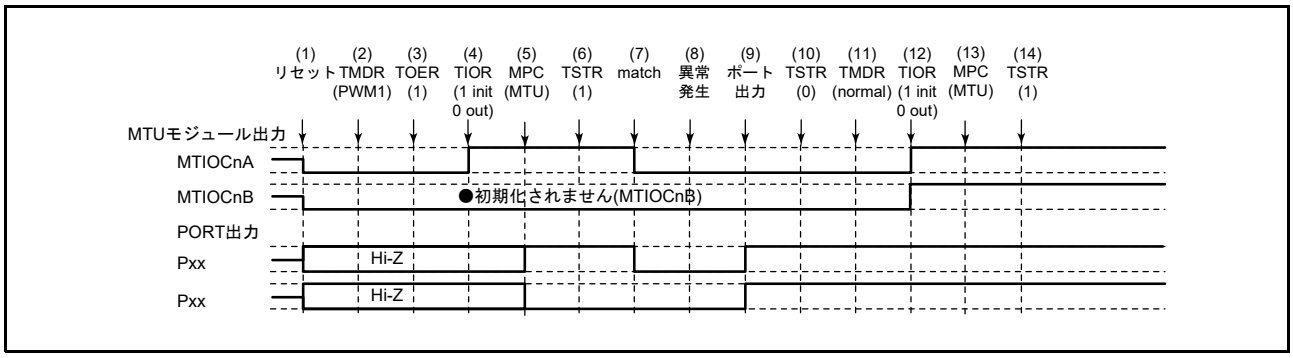

図 22.160 PWM モード 1 で異常が発生し、ノーマルモードで復帰する場合
PWM モード 1 で異常が発生し、再設定後ノーマルモードで再スタートする場合の説明図を図 22.160 に示します。
(1) ～ (10) は図 22.160 と共通です。
(11) PWM モード 1 で再スタートする場合には必要ありません。
(12) TIOR レジスタで端子を初期化してください（PWM モード 1 では MTIOCnB（MTIOCnD）端子に波形が出力されません。出力すべきレベルがある場合は、I/O ポートのポート方向レジスタ（PDR）、ポート出力データレジスタ（PODR）で汎用出力ポートの設定をしてください）。
(13) MPC と I/O ポートのポートモードレジスタ（PMR）で MTU 出力としてください。
(14) TSTRA（TSTRB）レジスタで再スタートします。
(11) PWM モード 2 を設定します。
(12) TIOR レジスタで端子を初期化してください（PWM モード 2 では周期レジスタに使用した TGR レジスタに対応する端子に波形が出力されません。出力すべきレベルがある場合は、I/O ポートのポート方向レジスタ（PDR）、ポート出力データレジスタ（PODR）で汎用出力ポートの設定をしてください）。
(14) TSTRA レジスタで再スタートします。
(11) 位相計数モードを設定します。
(12) TIOR レジスタで端子を初期化してください。
(11) 波形生成部の初期化のためノーマルモードを設定してください。
(12) TIOR レジスタで PWM モード 1 の波形生成部を初期化してください。
(13) TIOR レジスタで PWM モード 1 の波形生成部の動作を禁止してください
(14) TOERA（TOERB）レジスタで MTU3、MTU4（MTU6, MTU7）の出力を禁止してください。
(15) TOCR1A、TOCR2A（TOCR1B, TOCR2B）レジスタで相補 PWM の出力レベルと周期出力の許可 / 禁止を選択してください。
(16) 相補 PWM を設定します。
(17) TOERA（TOERB）レジスタで MTU3、MTU4（MTU6, MTU7）の出力を許可してください。
(18) MPC と I/O ポートのポートモードレジスタ（PMR）で MTU 出力としてください。
(19) TSTRA（TSTRB）レジスタで再スタートします。